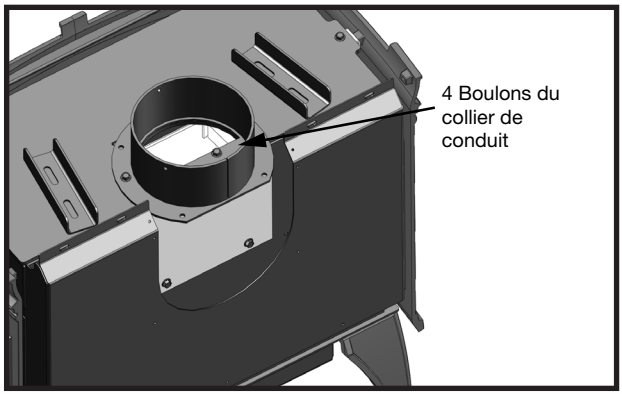
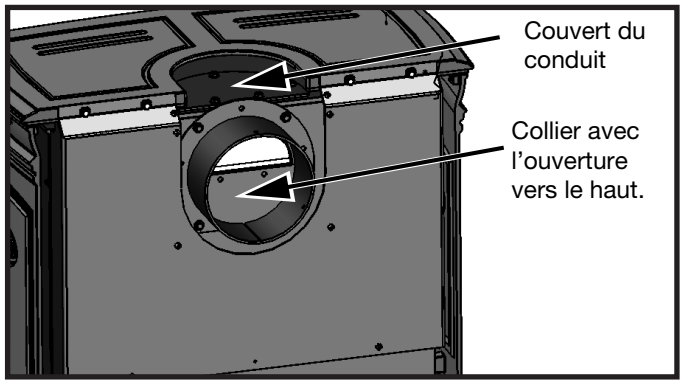

Figure 4: Retrait des boulons du collier du Alt 1.2.
Figure 5: Orientation horizontale du Alt 1.2.
- Retirer les boulons et le couvert arrière du collier situé derrière l'appareil (Figure 4).
- Retirer les boulons et le collier situé sur le dessus de l'appareil (Figure 4) – attention, ne pas endommager le joint d'étanchéité
- Prendre le collier avec l'ouverture vers le haut (Figure 4) et le repositionner à l'arrière en utilisant les boulons retirés précédemment (Figure 5).